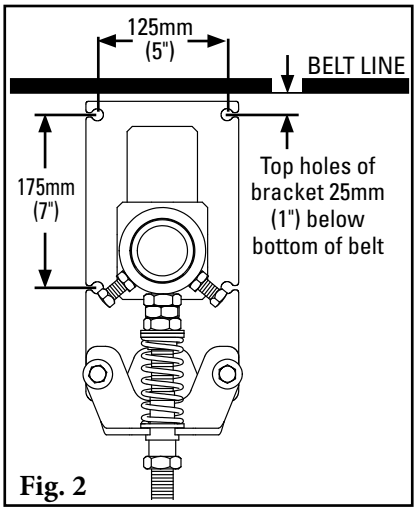

Fig. 2
2. **Install the tensioner mounting bases.** Mount the bases to the structure or chute so that the top holes in the brackets are 25mm (1") below the bottom of the belt (Fig. 2).